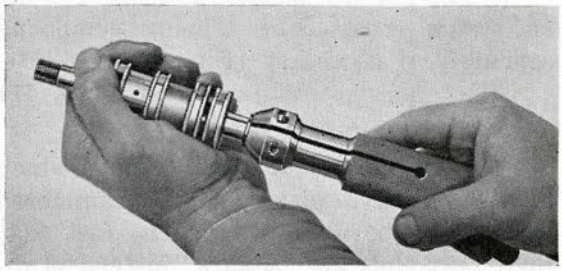

Figure 245
*5. Lap out any scratches or burrs found on piston rods, using lapping compound sparingly, if necessary (Fig. 245). **(WE139, 41)**